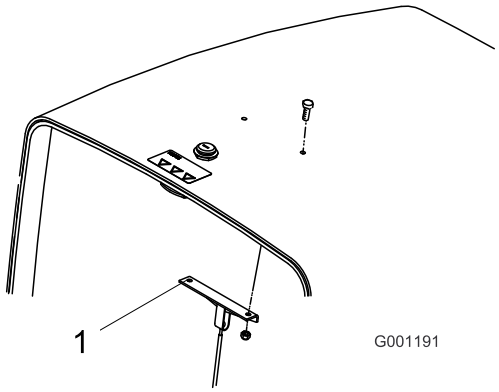

**Figuur 4**
1. Verwijder de (2) schroeven en moeren waarmee de kabelbeugel van de motorkap is bevestigd aan de onderkant van de motorkap (Figuur 4). Gooi de schroeven en moeren weg.